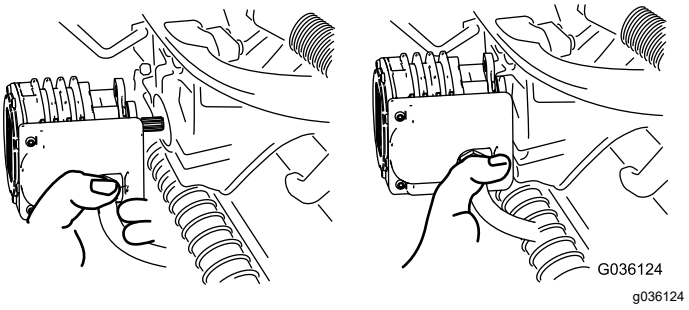

Bild 69
5. Legen Sie den Motor am Aufbewahrungsort vorne am Aufhängearm ab (Bild 69).